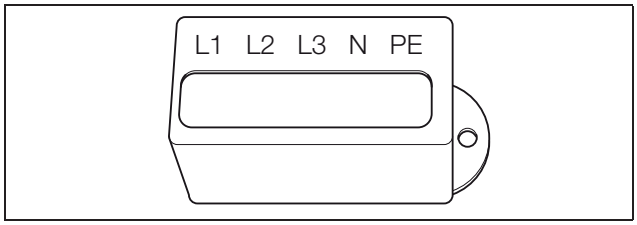

Abbildung 13: *Versiegelungskappe für AC-Anschlussklemme*
- Fädeln Sie die Versiegelungskappe (Abbildung 13) auf die Netzzuleitung. Die Versiegelungskappe ist in Italien vorgeschrieben.